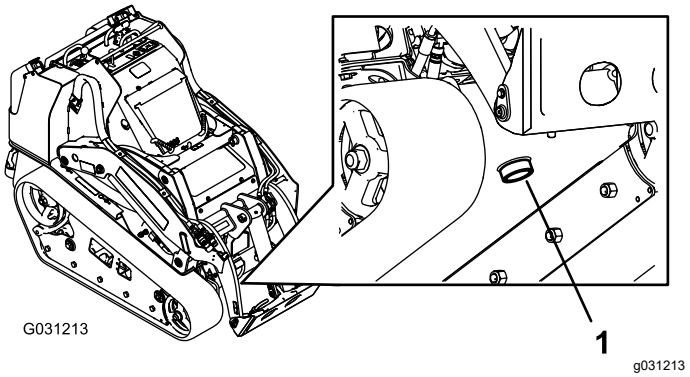

**Rysunek 74**
7. Umieść duży pojemnik o pojemności co najmniej 57 litrów pod korkiem spustowym z przodu maszyny (Rysunek 74).
8. Odkręć korek spustowy i poczekaj, aż olej ścieknie do pojemnika (Rysunek 74).